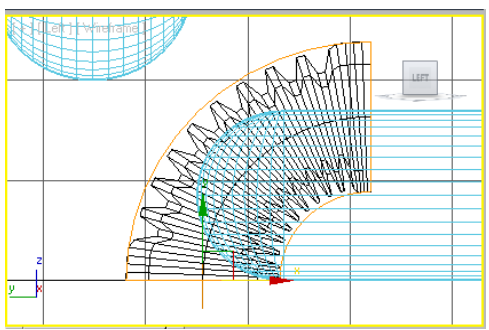

Figure 3-74 *The spring support zoomed in the Left viewport*
1. Activate the Left viewport and make sure that the *spring support* is selected. Invoke the **Zoom Extents Selected** tool; the *spring support* is zoomed in the Left viewport, as shown in Figure 3-74.